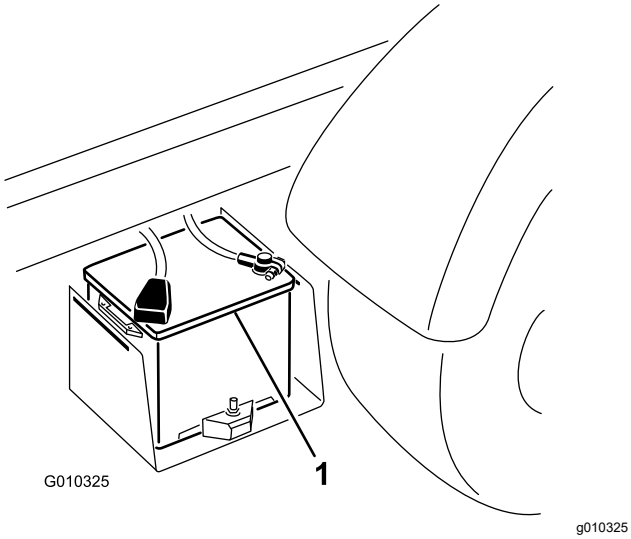

Figur 51
2. Forbind et startkabel mellem pluspolerne på de to batterier (Figur 51). Pluspolen kan identificeres ved tegnet + oven på batteridækslet.